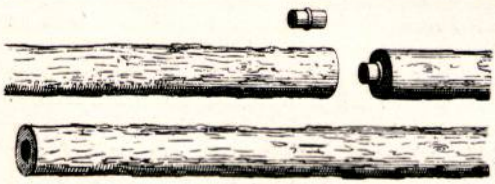

Abb. 575. Holzrohre mit metallenen Verbindungsstücken, 1640.
W. Dillich verbindet 1640 die einzelnen gebohrten Rohre (Abb. 575) durch metallene Einsteckstücke (Dillich, Peribologia, Frankf. 1640, I, Taf. 273, S. 125).